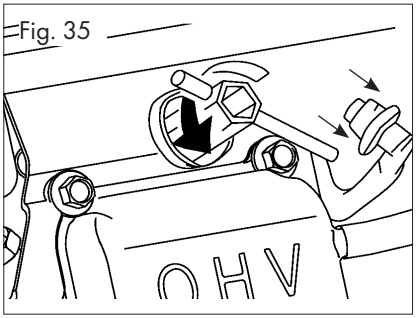

Fig. 35
- Draai de bougie los met de bougiesleutel, Afb. 35.